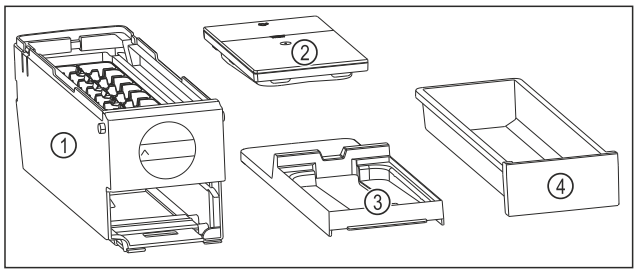

Fig. 147 Components of the EasyTwist-Ice
▷ EasyTwist-Ice is dismantled into four parts. (see Fig. 147)
▶ Only dismantle the EasyTwist-Ice into the components shown. (see Fig. 147)
▶ Clean the EasyTwist-Ice body *Fig. 147 (1)* as a whole.